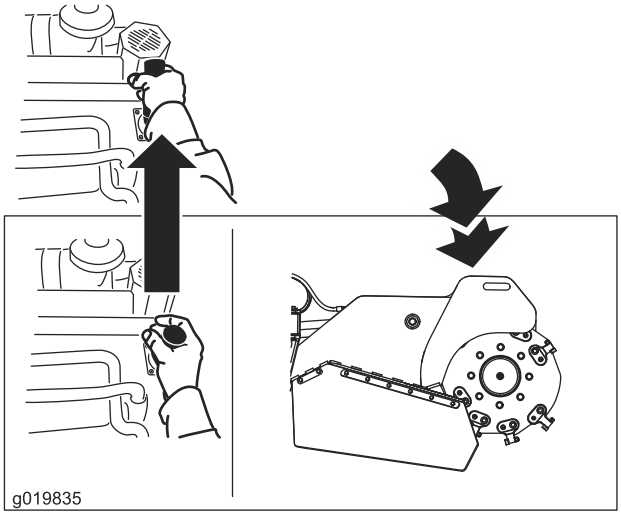

**Figur 15**
- Sänk ner fräsen genom att skjuta spaken framåt (Figur 15).